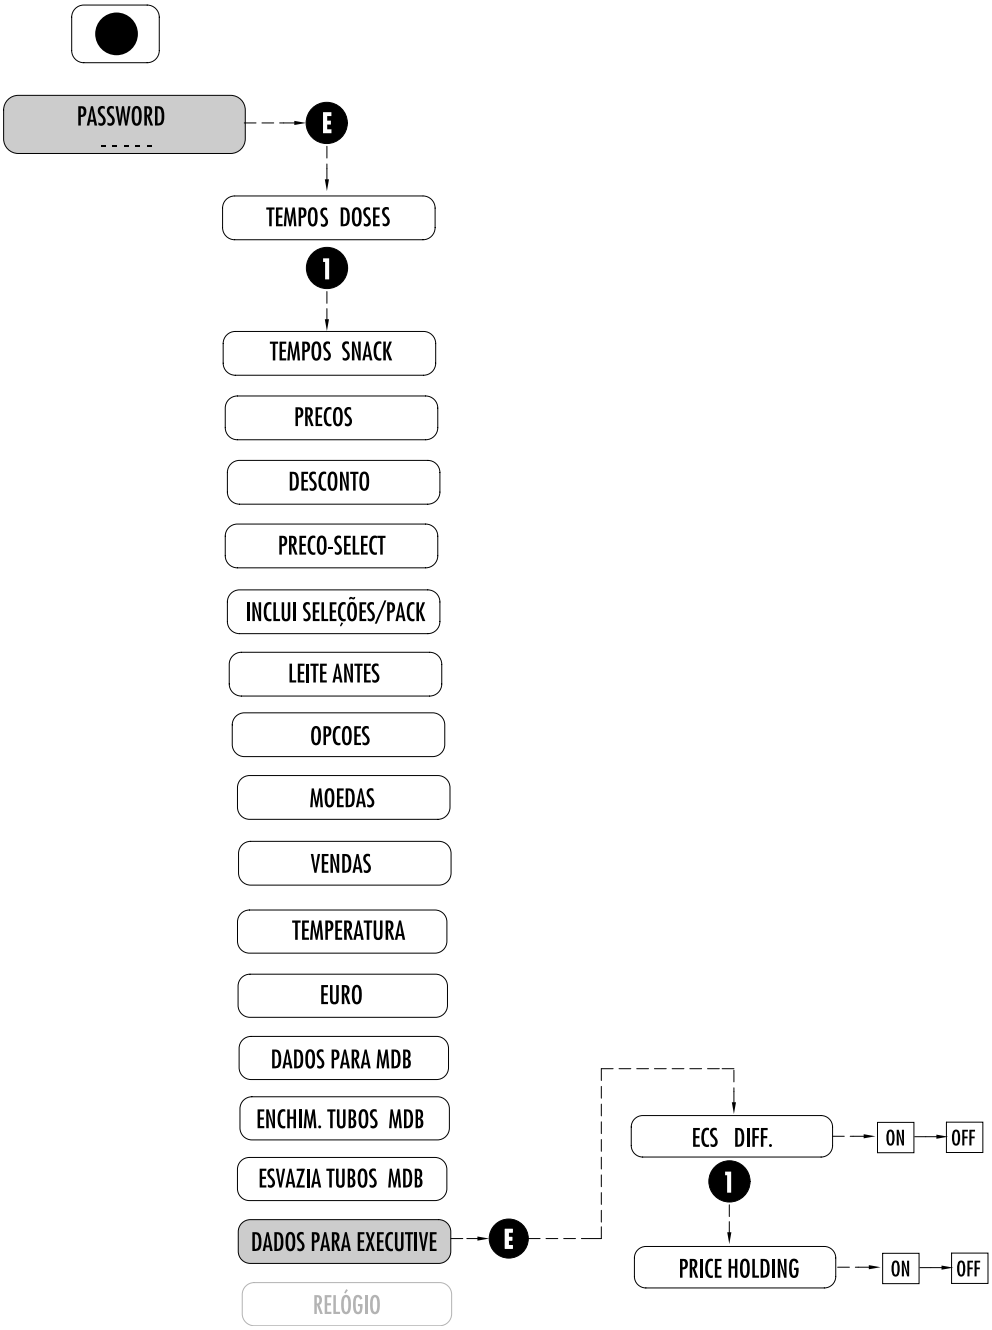

Fig. 7.19
7.2.16 DADOS PARA EXECUTIVE (Fig. 7.19)